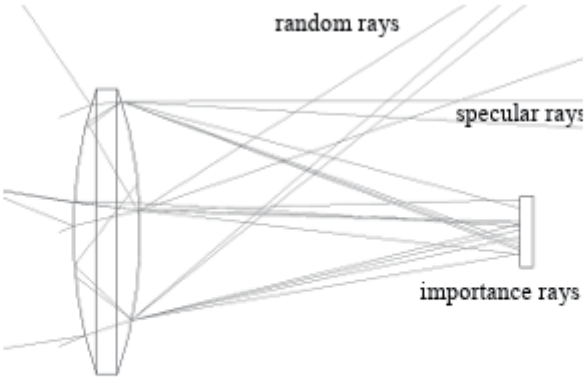

FIGURE 7.1 - Lens shows specular, scatter, and importance rays
7.3 ページの図 7.1 は、2 番目のサーフェスから散乱するレンズの単純なケースにおけるインポータンスサンプリングを示しています。検出器に対応する 2 番目のオブジェクトが示されています。この場合、オフアクシスの視野位置からの光線は、すべての正反射光線が検出器を逃すように結像されます。一般的に、散乱は非散乱光線の正反射方向に近いほど強いため、ランダムに散乱した光線が検出器に当たる確率は非常に小さくなります。重要度ターゲットが適用されると、入射光線ごとに 1 つ以上の重要度光線が検出器に当たることを保証します。重要度光線のフラックスは立体角と散乱分布によってスケーリングされるため、最小限の実際の光線追跡で「現実的な」答えがシミュレートされます。